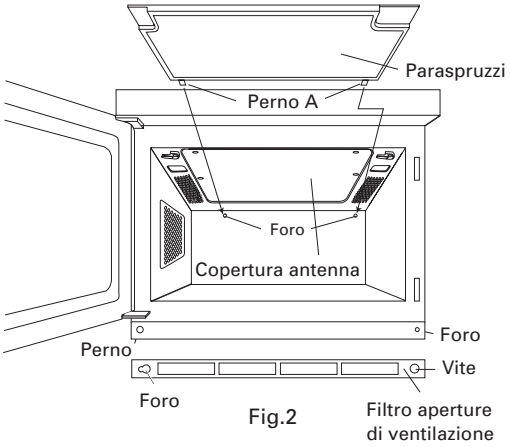

Fig.2
Rimuovere il paraspruzzi come mostrato in Fig. 2 e separare il telaio dalla copertura.
Ricordare di scollegare il cavo di alimentazione. Ruotare i due fermi nella parte superiore della cavità del forno come mostrato in Fig. 2, quindi tirare delicatamente verso il basso il paraspruzzi per rimuoverlo dalla parte superiore della cavità del forno. Separare quindi la copertura dal telaio. Questa è tenuta in posizione da 4 ganci.
Ricordare di scollegare il cavo di alimentazione. Riposizionare la copertura nel telaio. Inserire i perni A (2) nei 2 fori nella parte posteriore della parete del forno, quindi inserire i perni B (2) nei due fori sulla parte superiore della cavità del forno come mostrato in Fig. 2. Quindi ruotare i fermi in posizione.